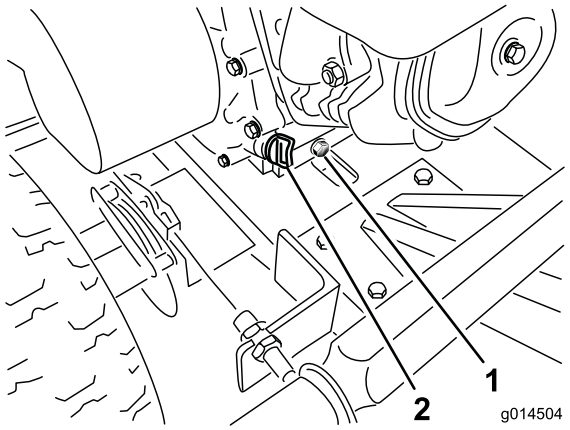

Figure 16
5. Retirez le bouchon de vidange et vidangez l'huile par la fente du cadre (Figure 16).
7. Enlevez le bouchon de remplissage et versez lentement environ 80 % de la quantité d'huile spécifiée dans le moteur (Figure 16).